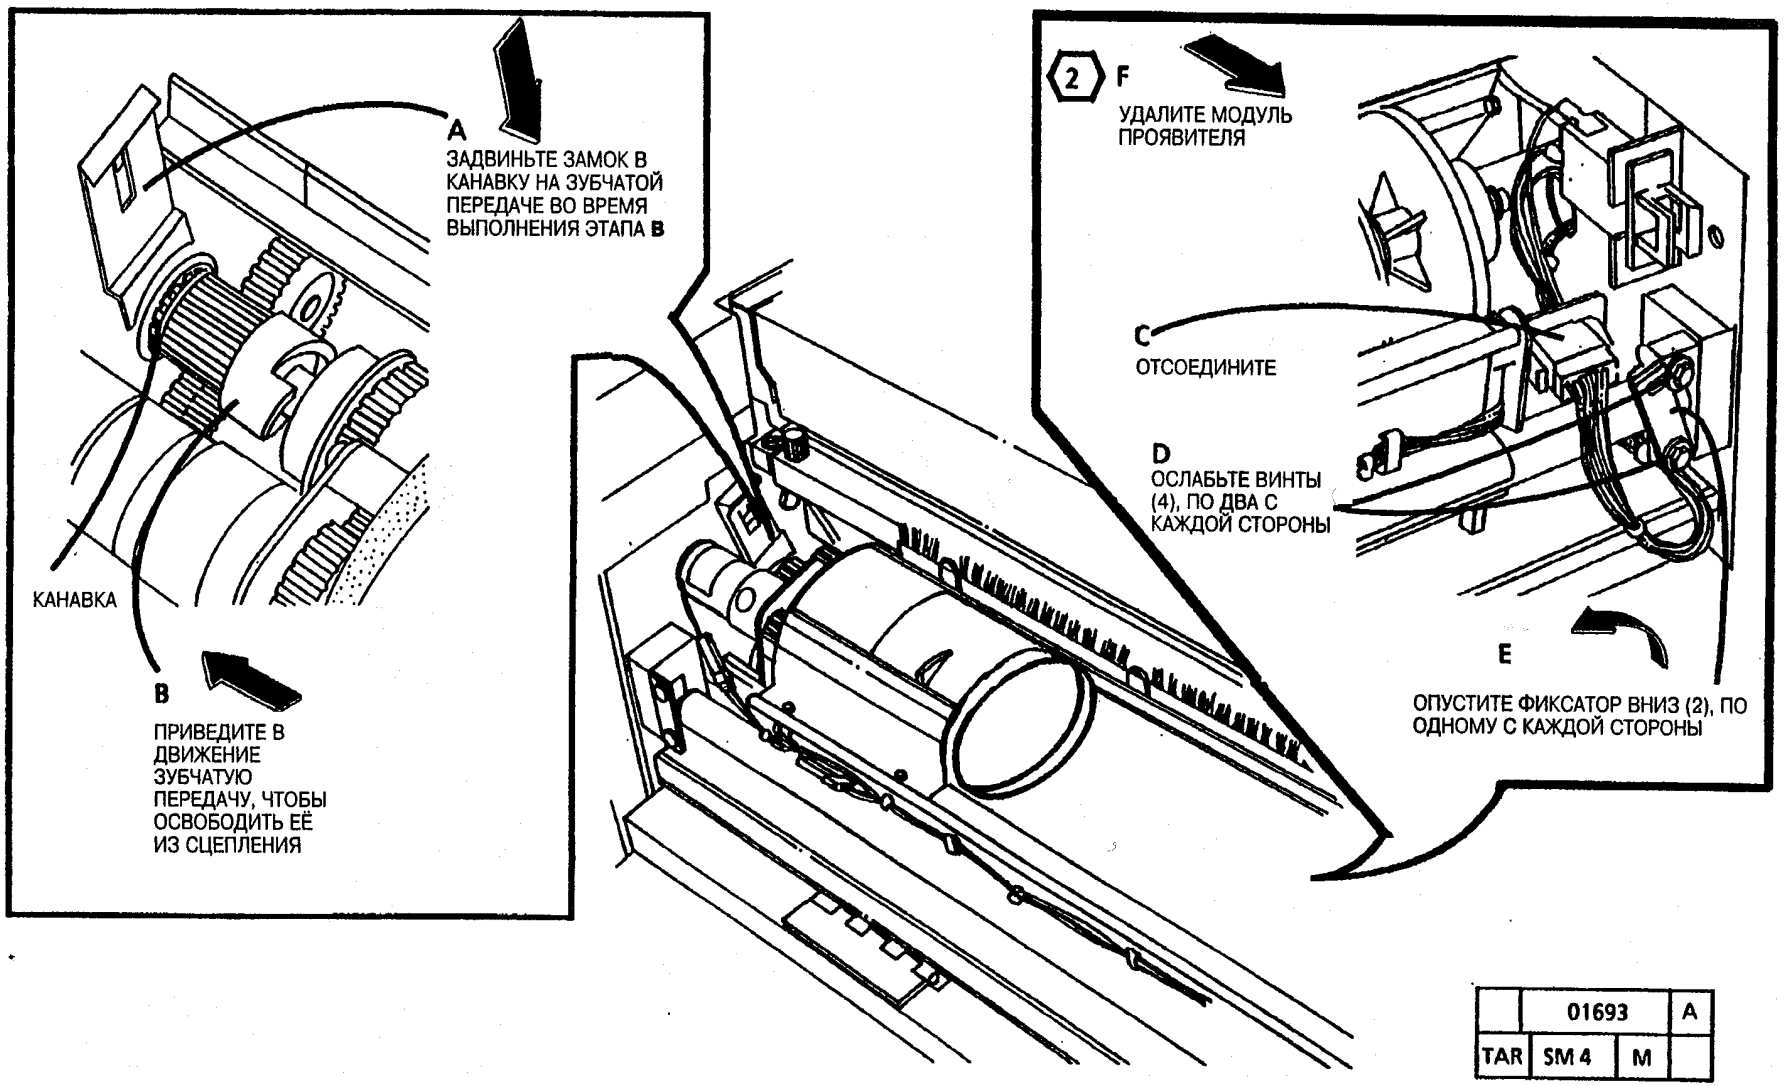

Рис. 6. Удалите модуль проявителя
4. (Рис. 6): Удалите модуль проявителя